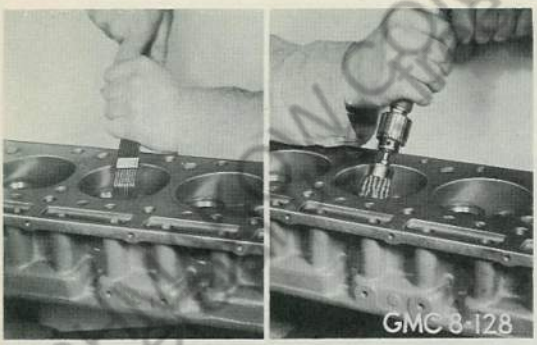

Fig. 45 Typical Methods of Cleaning Cylinder Head
1. Clean cylinder head thoroughly. Typical methods are illustrated in Fig. 45.